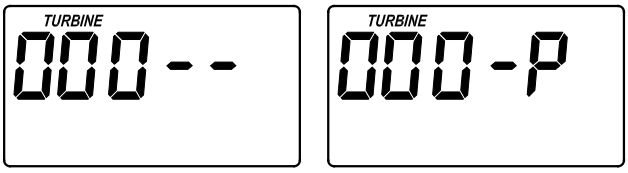
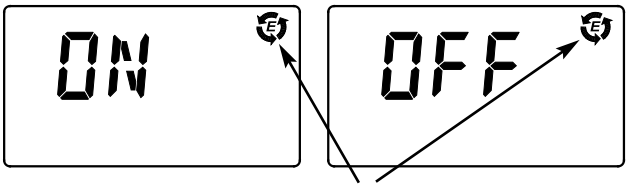

FIG. 20
FIG. 21
1. Press and hold the SELECT / MENU button until one of the screens in Figure 20 is displayed. Once in this display, press the SELECT / MENU button once and one of the two displays in Figure 21 is shown.